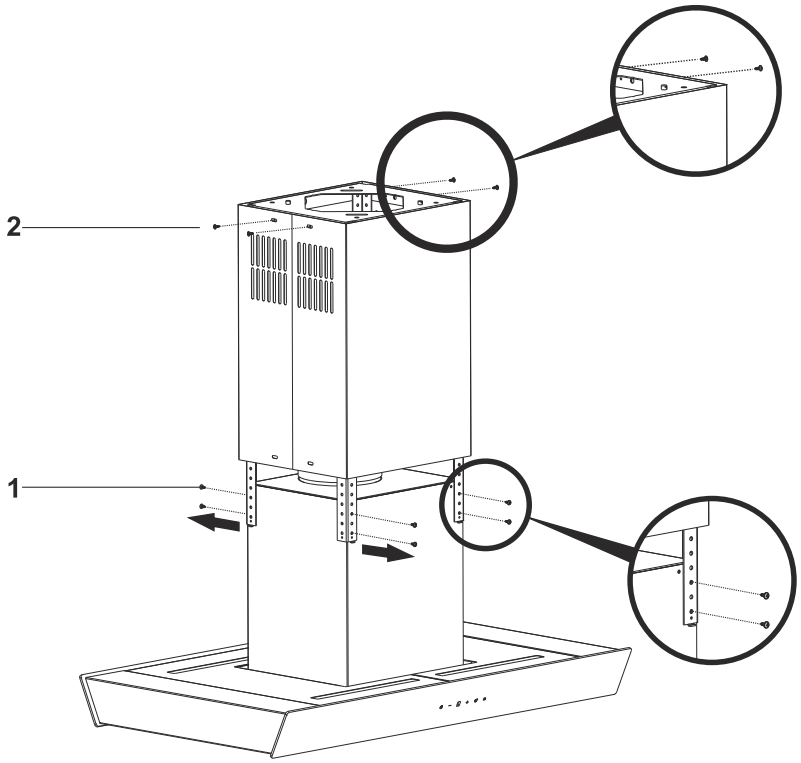

Abb. 32: Motorbox lösen
2. Lösen Sie den Innenschacht (Abb. 32/1), indem Sie die Schrauben an den Deckenmontageplatte abschrauben und den Innenschacht vorsichtig in den Außenschacht herunterrutschen lassen.
3. Entfernen Sie die Abluftführung bzw. das Umluftset.Abb. 32/4).
5. Nehmen Sie nun die Schächte nach unten ab. (Abb. 32/3)
6. Entfernen Sie jetzt die Montagewinkel und die Deckenmontageplatte(Abb. 32/3).